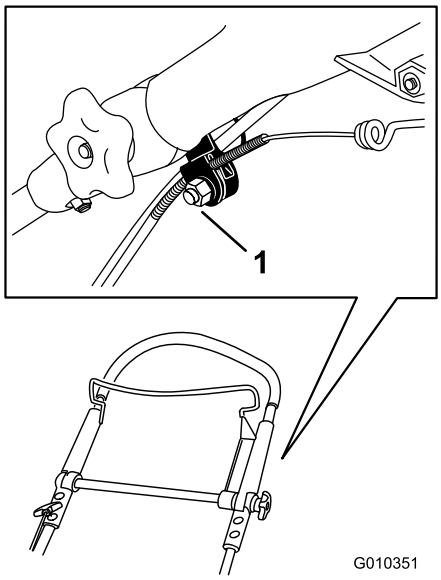

Figur 43
1. Løsn møtrikken på kabelbeslaget (Figur 43).